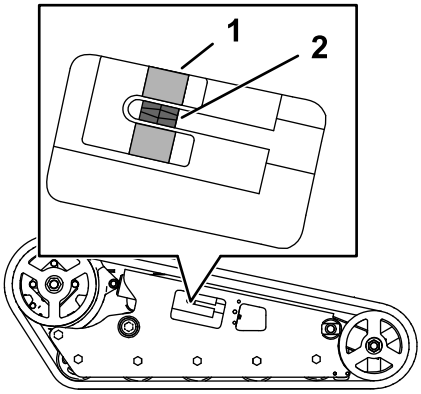

**Rysunek 58**
Upewnij się, że blok napinający znajduje się równo z zieloną wskazówką na naklejce lub w odległości 1,3 cm od końca prowadnicy rury napinającej (Rysunek 58).
4. Używając klucza grzechotkowego z zabierakiem ½ cala obracaj śrubę napinającą, aż blok napinający zrówna się z zieloną wskazówką na naklejce lub znajdzie się w odległości 1,3 cm od tylnej krawędzi rury napinacza (Rysunek 58).
8. Upewnij się, że dla każdej z gąsienic blok napinający zrówna się z zielonym zakresem na etykiecie lub znajdzie się w odległości 1,3 cm od końca rury napinającej (Rysunek 58). W razie potrzeby wyreguluj.